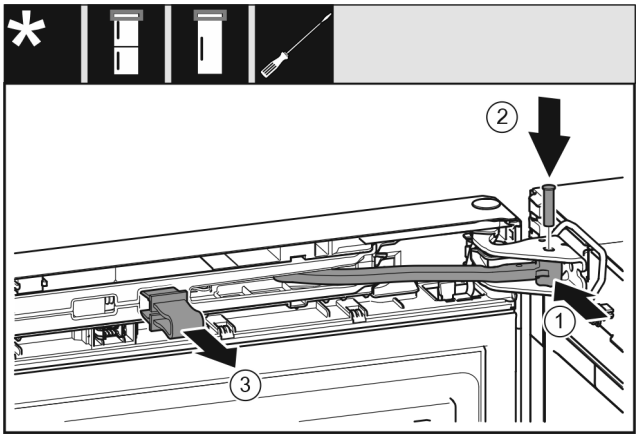

Fig. 25
▶ Otočte kloub *Fig. 25 (1)* ve stojanu ložiska.
▶ Vložte čep *Fig. 25 (2)* do stojanu ložiska a kloubu. Přitom dávejte pozor, aby byla zajišťovací vačka správně usazena v drážce.
▶ Pojistku *Fig. 25 (3)* vytáhněte.